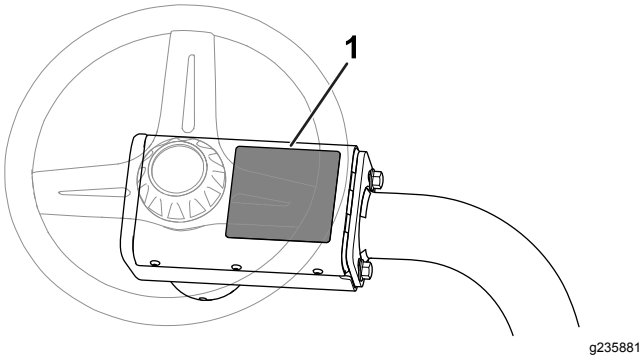

Figur 16
- Fest CE-varselmerket (delenr. 136-8505) over det eksisterende varselmerket (delenr. 136-8506)Figur 16.